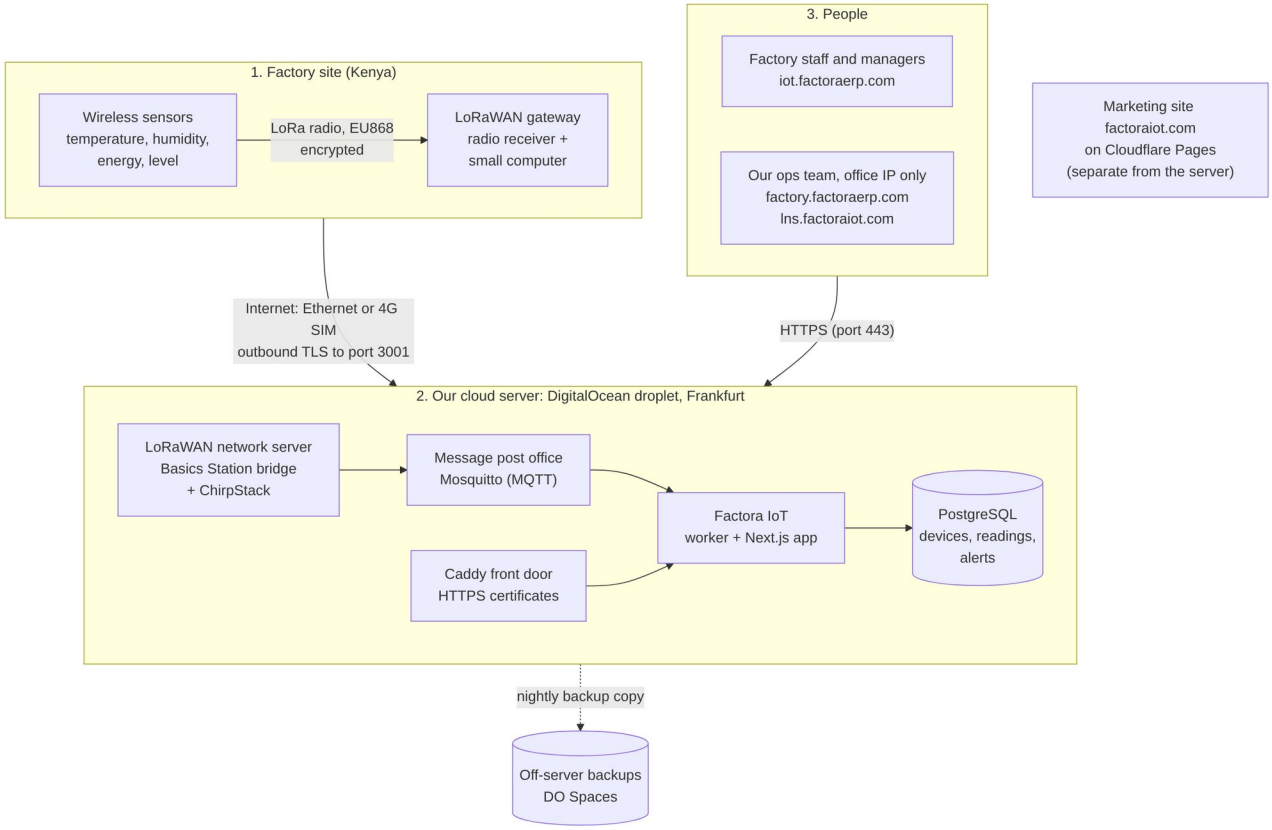

Figure 1. The big picture: from the sensor on the factory floor to the person looking at the dashboard.
- Figure 1. The big picture (section 1)